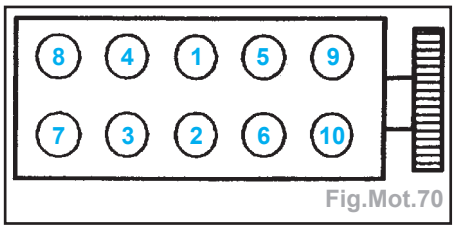

Fig.Mot.70
- serrer toutes les vis à 2 daN.m dans l'ordre indiqué (Fig.Mot.70),